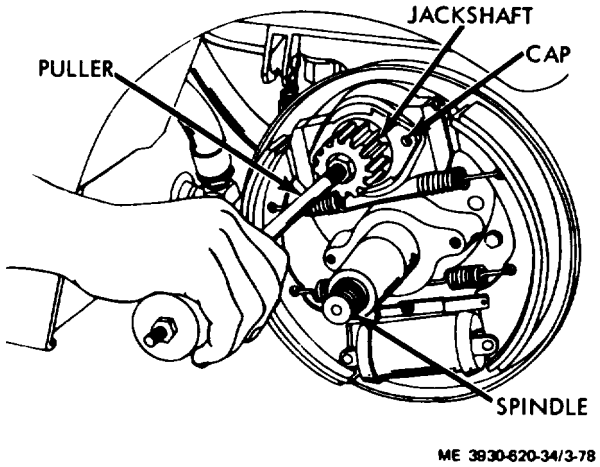

Figure 3-78. Jackshaft removal.
(1) battery and discharge capacitors (para 2-5).
(2) Install wheel chocks forward and aft or rear wheels to prevent lift truck from moving.
(3) Using a suitable lifting device, raise front end of lift truck above the ground, as required.
(4) Install blocking and remove lifting device.
(5) Remove drive wheel assembly (TM 10-3930-(620- 12).
(6) Remove screws securing dust shield.
(7) Remove dust shield.
(8) Remove screws securing axle shaft cap.
(9) Remove axle shaft cap.
(10) Install puller in threaded hole in end of jackshaft. (fig. 3-78.)
(11) Carefully remove jackshaft and bearing assembly as a unit.
(12) Straighten prongs of lock washer.
(13) Remove lock nut, lock washer, and washer.
(14) Place jackshaft assembly in suitable press.
(1) Remove drive wheel assembly (TM 10-3930-620-12).
(2) Remove dust shield.
(3) Remove cotter pin, lock nut and washer from inboard end of spindle. (fig. 3-78.)
(4) Install spindle puller and remove spindle.
(5) Inspect spindle and bearings.
(6) If spindle and bearings are damaged, replace as required.